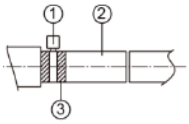

Рис. 4.3.2
(1) Вставить дренажный шланг в отверстие и затянуть его лентой, см. рис. 4.3.2.
(2) Затянуть хомут; расстояние между гайкой и шлангом не должно превышать 4 мм.
① металлический хомут (аксессуар)
② Дренажный шланг (опционально)